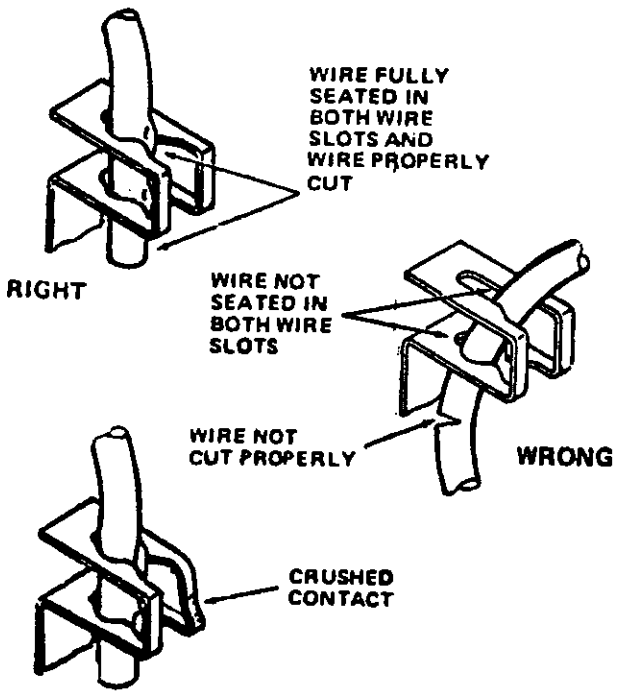

FIGURE 3-8 INSPECTING THE TERMINATIONS
13. Inspect each termination, making sure that each wire has been FULLY inserted into BOTH wire slots of its contact (See Figure 3-8) and that all wires have been cut to the proper length (no exposed wire strands should be visible). Also, make sure that the insulation is NOT cut in any area other than the slot insertion area. Finally, make sure that the contacts are not crushed or deformed.